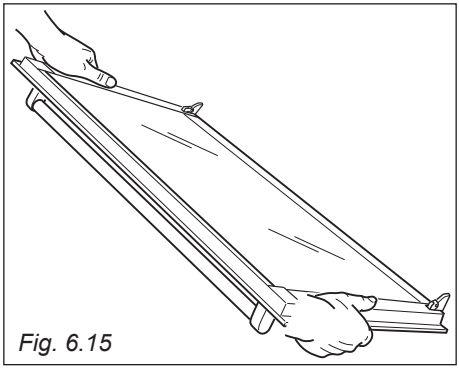

Fig. 6.15
- Hold the door firmly (fig. 6.15).